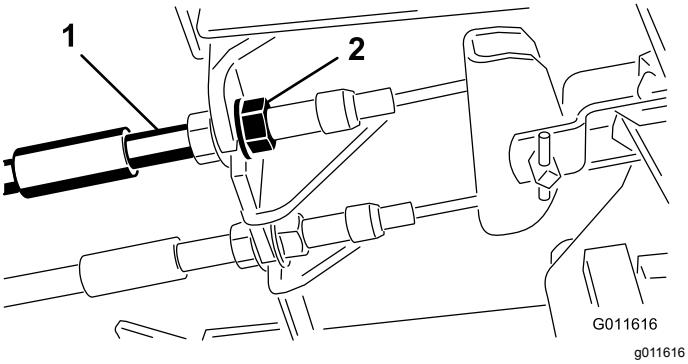

Figur 69
1. Dra åt bromsarna genom att lossa den främre muttern på bromskabelns gängade ände för att minska bromspedalernas spel (Figur 69).